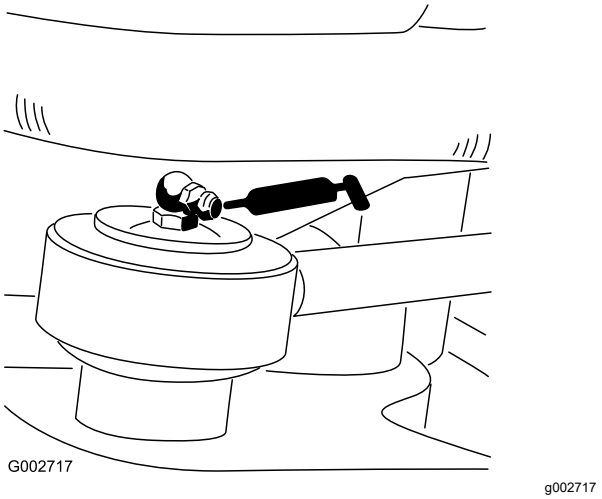

Figuur 23
- 1 stangeinde van stuurcilinder – uitsluitend model 08705 (Figuur 23).